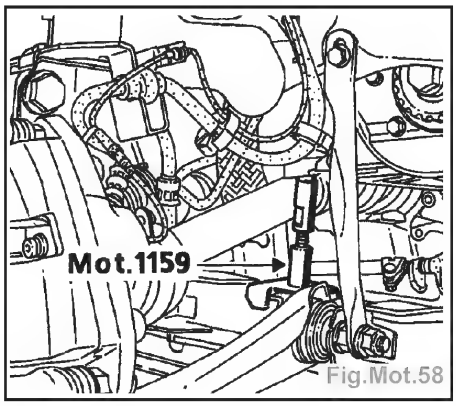

Fig.Mot.58
- Mettre en place le **Mot.1159** entre le berceau et le carter-cylindres puis déposer l'outil de maintien moteur (Fig. Mot.58).